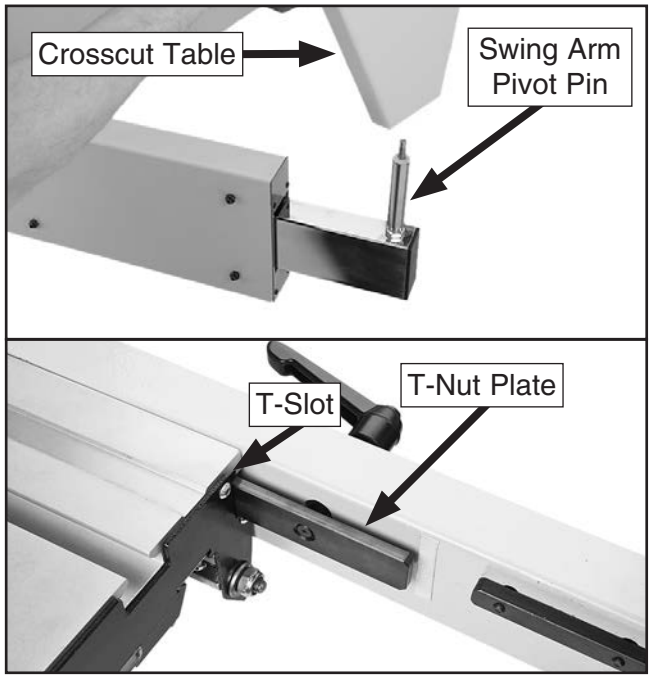

Figure 43. Attaching crosscut table to machine frame.
36. With assistance from other people, place crosscut table on swing arm pivot pin and slide T-nut plate into sliding table T-slot, as shown in **Figure 43**.